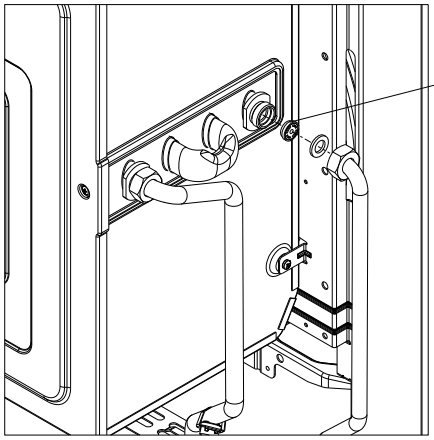

Fig. 29
6.15.1 DHW FLOW RESTRICTOR (fig. 29)